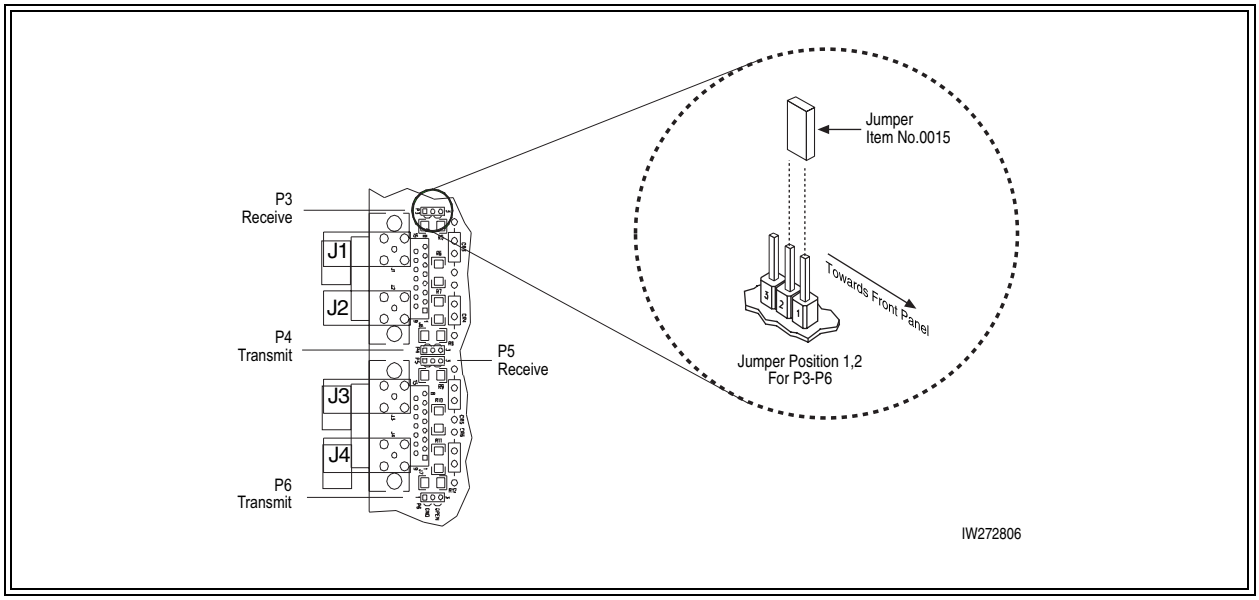

Figure 2-6 Placement of the Jumper for Ports P3-P6
3. Look for the four jumpers silk-screened P3, P4, P5, and P6, located next to the external connectors on the dual port E1 card. See Figure 2-6